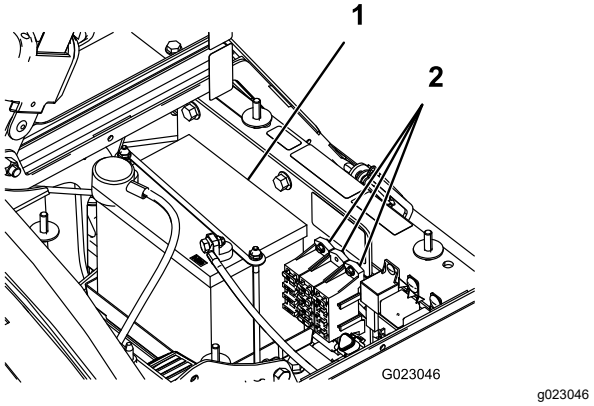

Figur 48
Det finns två säkringsblock och en tom plats i elsystemet. Dessa är belägna under sätet (Figur 48).
2. Batteriet sitter bakom pumpen på maskinens högra sida (Figur 48).
5. Ta bort batterihållaren och fästelementen (Figur 48).
2. Montera batterihållaren och fäst den med fästelementen som du tog bort tidigare (Figur 48).
4. Montera batterikåpan och fäst den med de båda rattarna (Figur 48).
1. Lossa på rattarna på sidorna av batterilådan och ta bort batterikåpan (Figur 48).